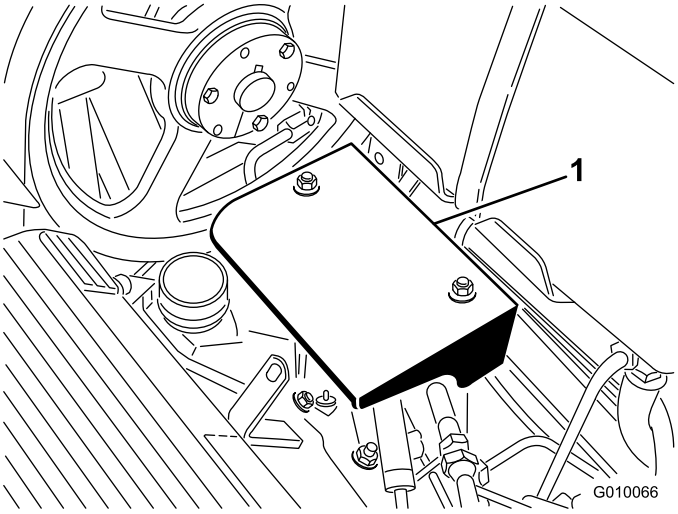

Rysunek 56
2. Odkręć dwie nakrętki montażowe osłony pompy i zdejmij osłonę (Rysunek 56).